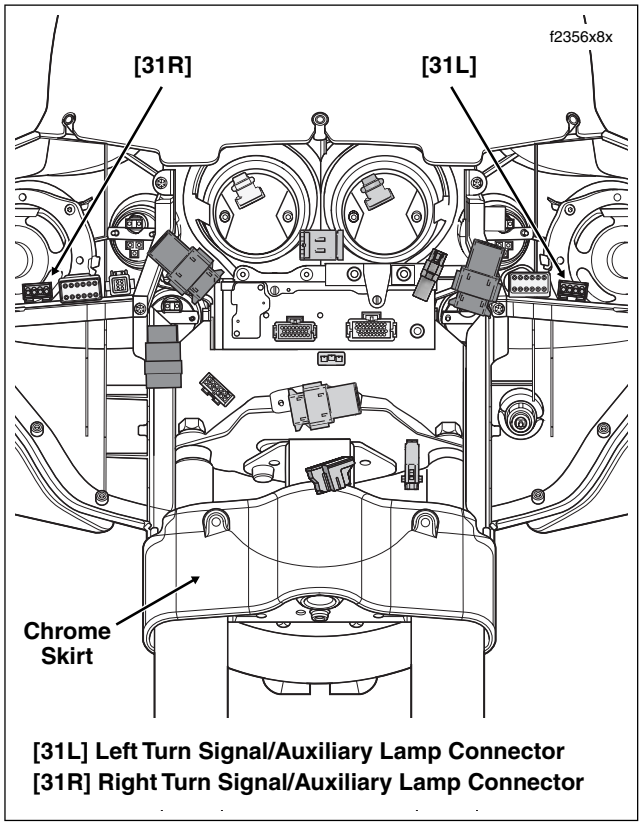

Figure 2-164. Inner Fairing (Front View)
2. Disconnect left and right front turn signal/auxiliary lamp connectors [31L/R], 4-place Multilocks, on T-studs at top of left and right fairing support braces (outboard side). See Figure 2-164.
5. Pull chrome skirt from inner fairing. See Figure 2-164.